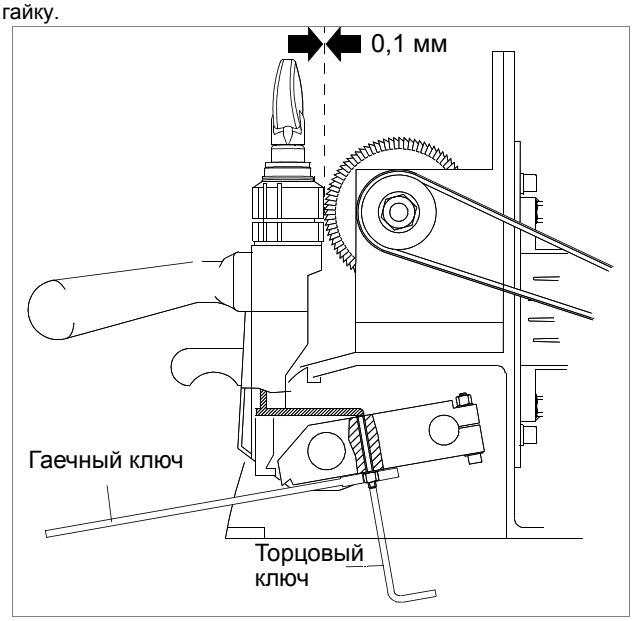

Рис. 26
1) Освободите каретку, поднимите ее до уровня режущего инструмента, и переместите за пределы рабочего хода (рис. 26).
2) Снимите поддон для стружки (C) и поддон для инструментов (C1).
3) Гаечным ключом освободите гайку (рис. 26).